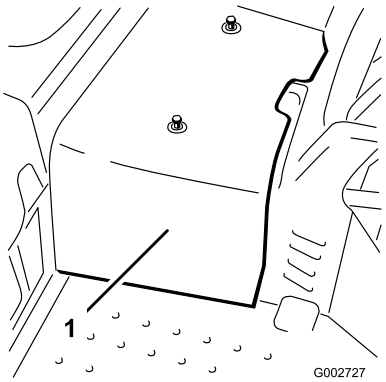

Figur 39
2. Løsne de to skruene som fester senterdekselet til maskinen og fjern dekselet (Figur 39).